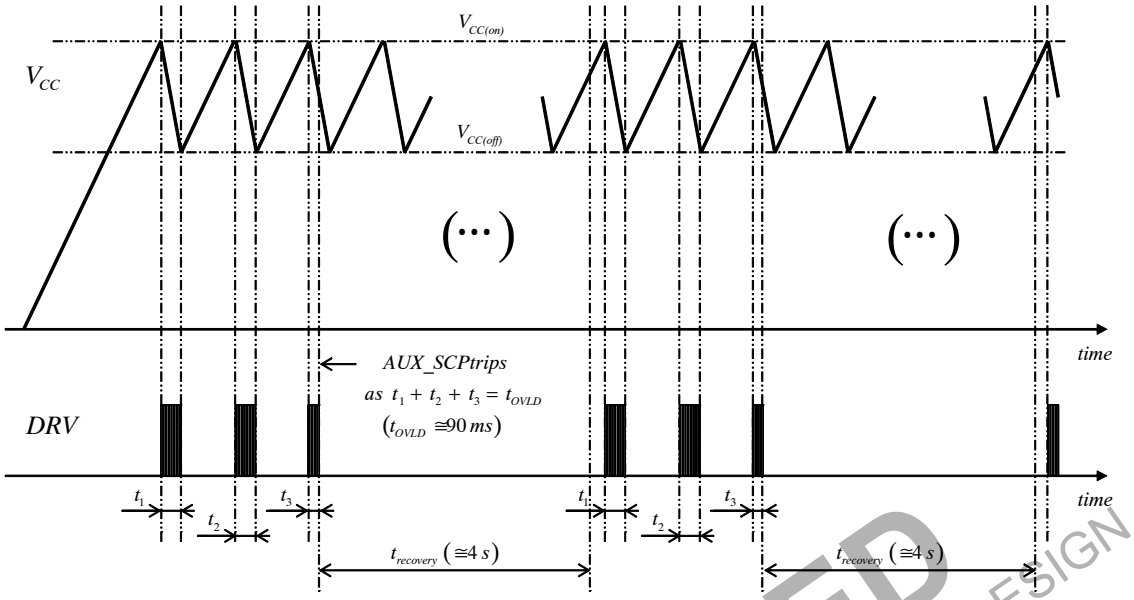

Figure 60. Start−up Sequence in a Load Short−circuit Situation (auto−recovery versions)
- If the load is shorted, the circuit will operate in hiccup mode with V_{CC} oscillating between $V_{CC(off)}$ and $V_{CC(on)}$ until the AUX_SCP protection trips (AUX_SCP is triggered if the ZCD pin voltage does not exceed 1 V within a 90−ms operation period of time thus indicating a short to ground of the ZCD pin or an excessive load preventing the output voltage from rising). The NCL30086A and NCL3006C latch off in this case. With the B and D versions, the AUX_SCP protection forces the 4−s auto−recovery delay to reduce the operation duty−ratio. Figure 60 illustrates a start−up sequence with the output shorted to ground, in this second case.